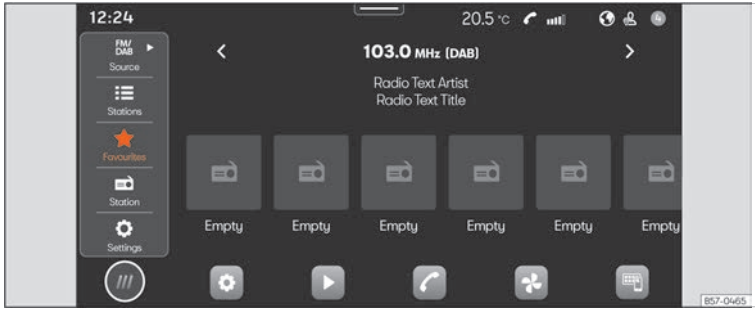

Fig. 162 Schematic representation: Radio view.
- Press **HOME** > ››› Fig. 162.